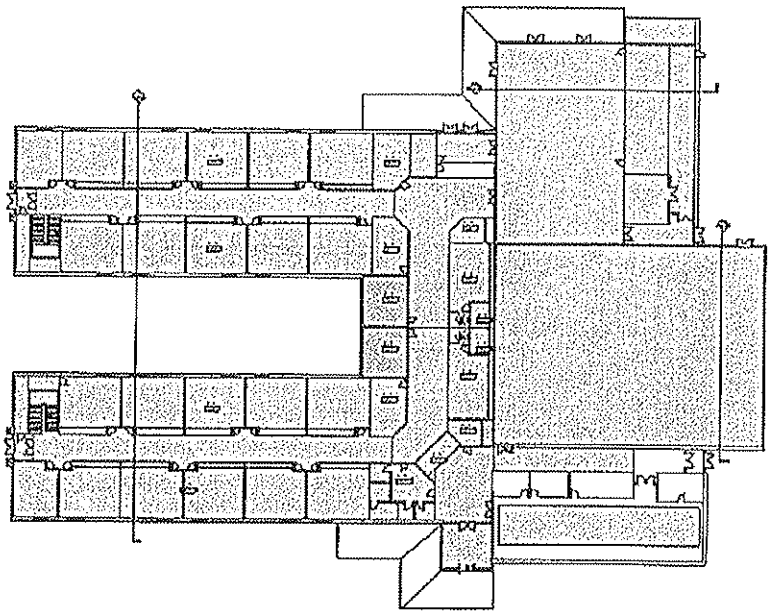

Figure 6–52
21. Zoom in on the Office area near the Front Entrance, as shown in Figure 6–53. There are two issues in this area. There is a small triangular area that does not have a space. Start the **Space** command again and add a space to the area.